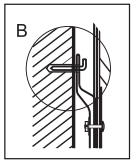

Рис. 5
1. Определите точки для отверстий под распорные болты с крюками (определяются в соответствии со спецификацией прибора, который вы выбрали). Просверлите в стене два отверстия соответствующей глубины с использованием сверла, подходящего по размеру под распорные болты, прилагаемые к водонагревателю, вставьте винты, поверните крюк вверх, плотно затяните гайки и затем повесьте электрический водонагреватель на эти крюки (см. Рис. 5).